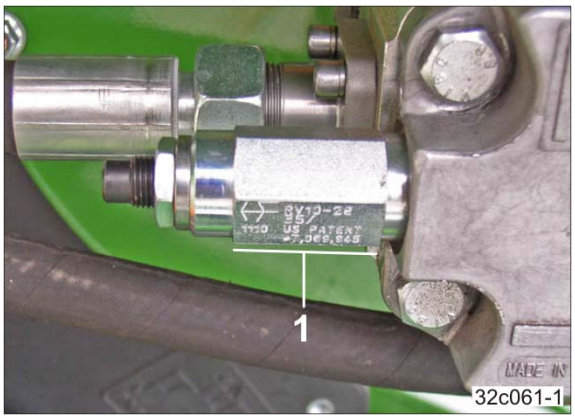

Fig. 119
- mit Sechskant- Außenkontur (Fig. 119/1).